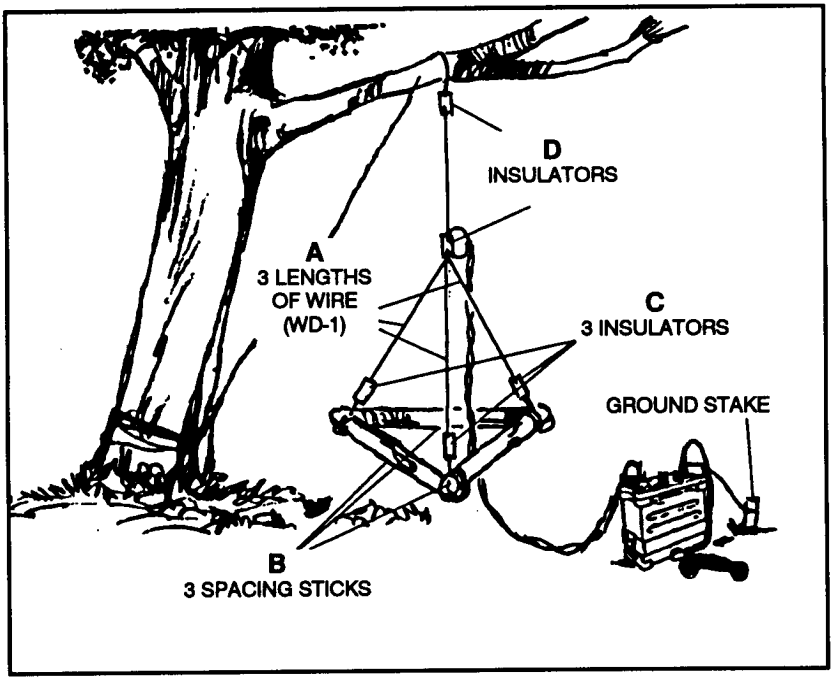

Figure 7-13. Expedient 292-type antenna.
(1) ***Expedient 292-type antenna.*** The expedient 292-type antenna was developed for use in the jungle and, if used properly, can increase the team's ability to communicate. In its entirety, the antenna is bulky, heavy, and not acceptable for sniper team operations. The team can, however, carry only the mast head and antenna sections, mounting these on wood poles or hanging them from trees; or, the team can make a complete expedient 292-type antenna (Figure 7-13, page 7-18), using WD-1, wire, and other readily available material. The team can also use almost any plastic, glass, or rubber objects for insulators. Dry wood is acceptable when nothing else is available. (See Figure 7-2 for types of insulators that may be used.) The following describes how to make this antenna:
(a) Use the quick-reference table (Table 7-2, page 7-19) to determine the length of the elements (one radiating and three ground planes) for the frequency that will be used. Cut these elements (A, Figure 7-13, page 7-18) from WD-1 field wire (or similar wire). Cut spacing sticks (B, Figure 7-13) the same length. Place the ends of the sticks together to form a triangle and tie the ends with wire, tape, or rope. Attach an insulator to each corner. Attach a ground-plane wire to each insulator. Bring the other ends of the ground-plane wires together, attach them to an insulator (C, Figure 7-13, page 7-18), and tie securely. Strip about 3 inches of insulation from each wire and twist them together.
(b) Tie one end of the radiating element wire to the other side of insulator C and the other end to another insulator (D, Figure 7-13). Strip about 3 inches of insulation from the radiating element at insulator C.